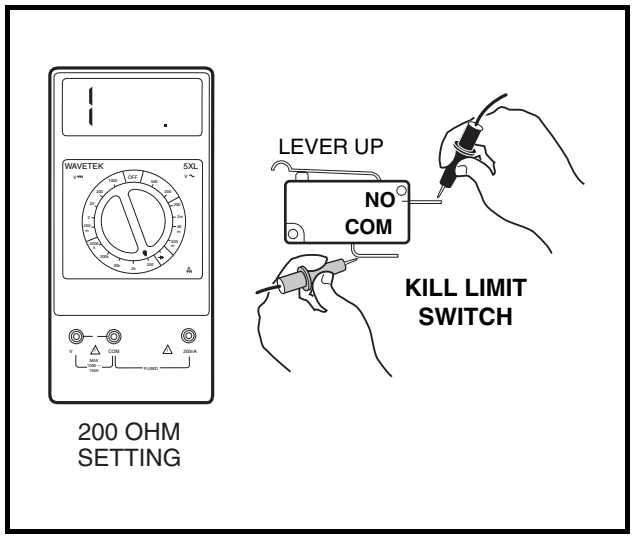

Figure 11-35 Kill Limit Switch for Pedal-Start Vehicle
- **For pedal-start vehicles:** Place the red (+) probe of the multimeter on the common (COM) terminal (white/black wire) of the limit switch. Place the black (–) probe on the normally open (NO) terminal (black wire) of the limit switch. Without the lever pressed, the reading should be no continuity. Press the lever, and the reading should be continuity. If either reading is incorrect, replace the limit switch **(Figure 11-35, Page 11-34)**.